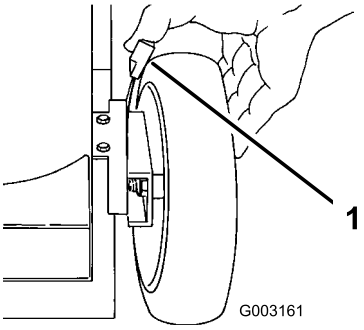

Figuur 17
1. Druk de maaihoogtehendel tegen het wiel (Figuur 17) en kies de gewenste maaihoogte.